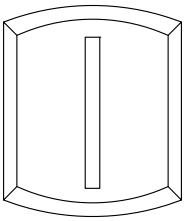

Abb. 1 Einsetzen der senkrechten Sprosse
- Zum Einsetzen der senkrechten Flügelsprosse **4** drücken Sie die waagerechte Flügelsprosse **5** auseinander (Abb.1).